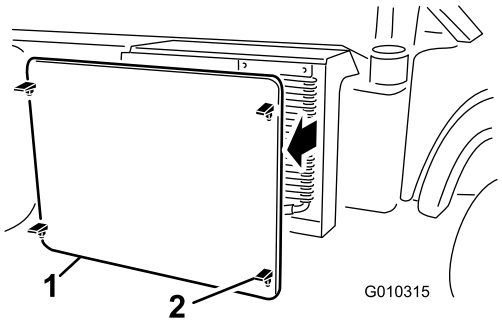

Figuur 57
2. Koppel het radiateurscherm aan de voorzijde van de radiateur los en verwijder het scherm (Figuur 57).